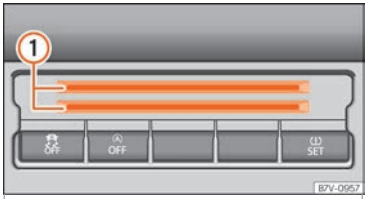

Fig. 184 Lower part of the centre console: space for cards.
To the bottom of the centre console there is a compartment ››› Fig. 184 (1) for coins, cards, car park tickets and similar items.